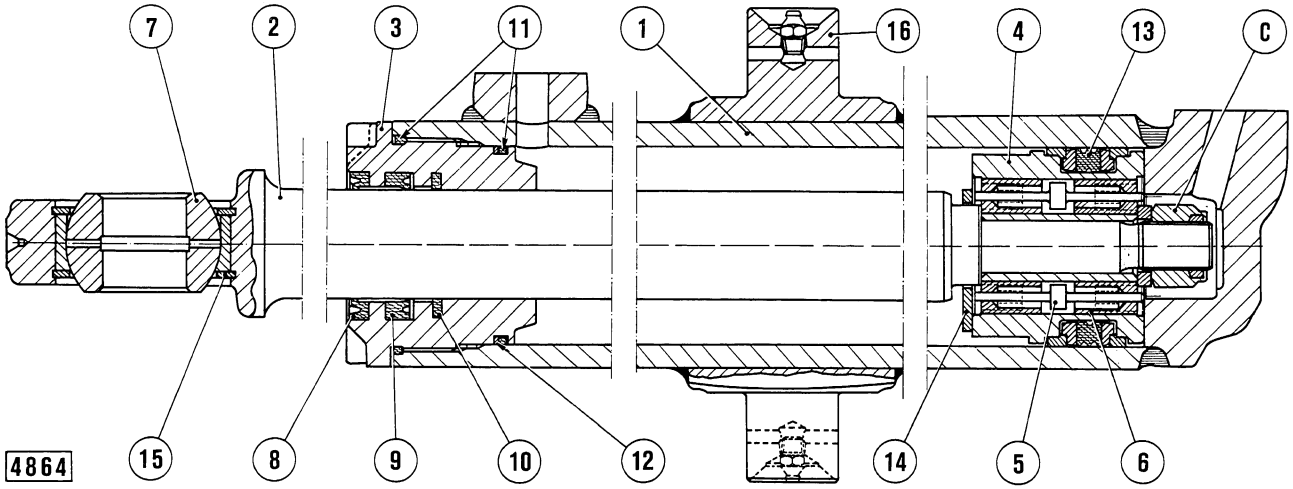

Fig. 15-16 - Longitudinal section through a blade control cylinder.
Disassemble the front end plate (3, fig. 15-16) using wrench 75297347 and take off piston rod (2) with piston (4).
Check all seals for proper condition and efficiency (8-9-10, fig. 15-16).
a. C-frame rear pivot - b. C-frame lift cylinder rod swivel - c. Blade main pivot - C1. C-frame cap screw nut - C2. Blade pivot pin lock screw - C3. Lift cylinder pivot pin (5) lockscrew - C4. C-frame trunnion screw - C5. Blade pivot screw - C6. Blade cutting edge screw nuts - L. Lift cylinders - 1. Lower strut (2) lugs - 2. Lower strut - 3. Adjustable upper strut-blade pitch and tilt - 4. Blade cutting edge center - 5 & 6. Lift cylinder rod pin and joint ball - 7 & 8. C-frame trunnion cap and bushings - 9. Bushing lock plates - 10. Thrust washers - 11. Blade central pivot pin.
Adequately lubricate all components as required. Install correctly all parts of the end of travel valve (5, fig. 15-16) in its housing in piston (4).
Tighten piston nut (C, fig. 15-16) to the required torque. Ascertain seals are arranged and located correctly.
Tighten front end plate (3, fig. 15-16) to the specified torque using wrench 75297347 (dynamometer wrench 75291278 plus extension 75292788).
Should it be replaced, fit the ball joint (7, fig. 15-16) in its socket following the instructions provided below.